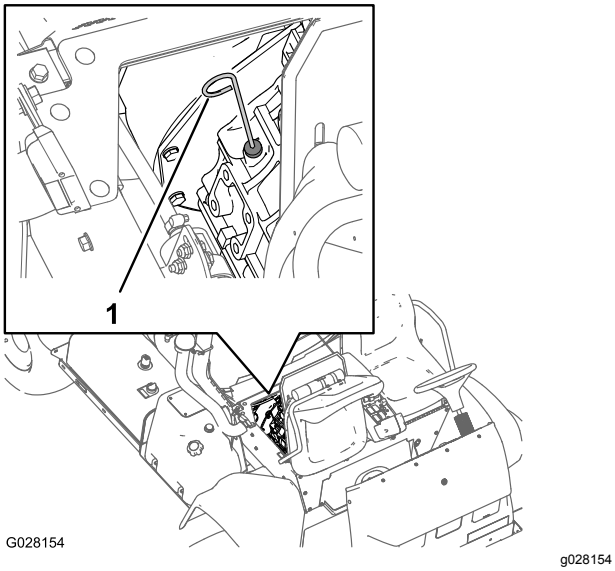

**Рисунок 69**
2. Извлеките масломерный щуп, расположенный под сиденьем пассажира, и протрите его чистой ветошью (Рисунок 69).
6. Выньте масломерный щуп и проверьте уровень масла в двигателе (Рисунок 69).
7. Медленно добавляйте масло, чтобы довести его уровень до метки FULL (ПОЛНЫЙ) на щупе (Рисунок 69).